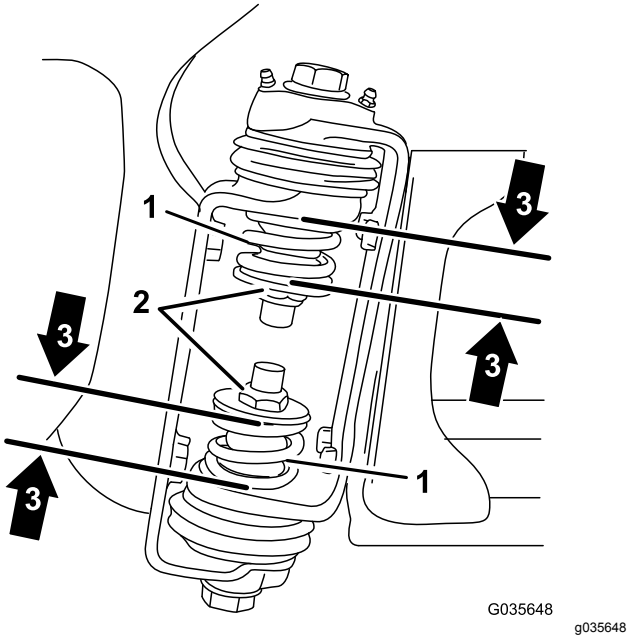

**Rysunek 4**
3. Po rozłożeniu wysięgników zmierz stopień ściśnięcia górnych i dolnych sprężyn przy przegubach wysięgników (Rysunek 4).